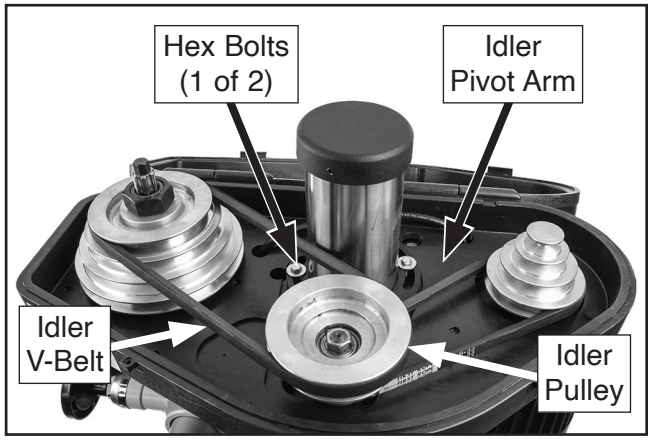

Figure 32. Location of idler pivot arm with hex bolts, idler pulley, and idler V-belt.
5. Loosen both hex bolts that secure idler pivot arm (see **Figure 32**).
6. Push idler pulley toward front of headstock to release tension on idler V-belt (see **Figure 32**).